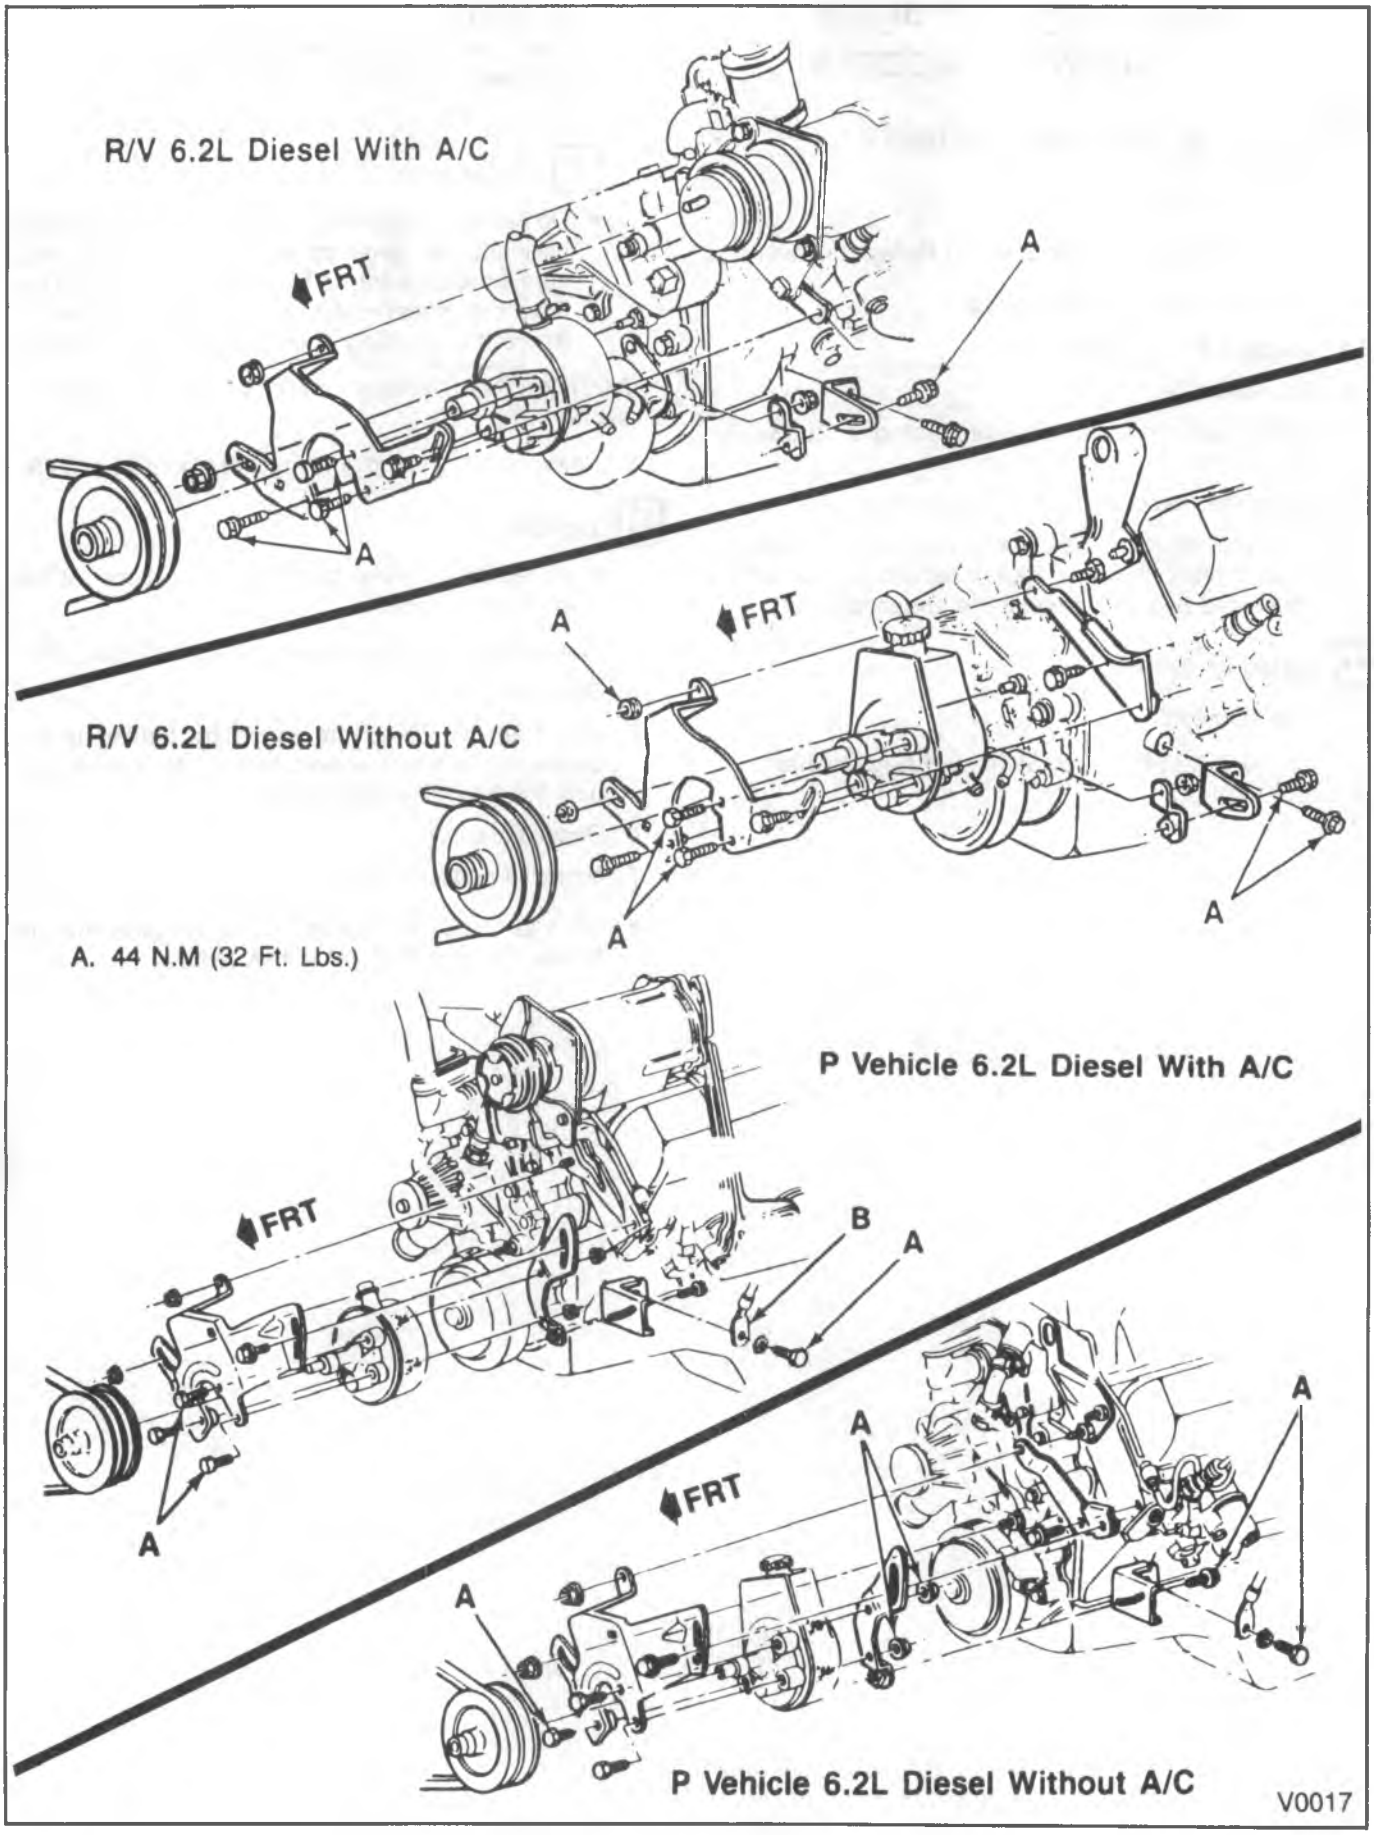

Figure 25—Power Steering Pump Mounting—6.2L Diesel
Remove or Disconnect (Figures 25 through 27)
4. Pump from bracket (figures 25 and 26).
2. Power steering pump onto bracket (figure 25 and 26).